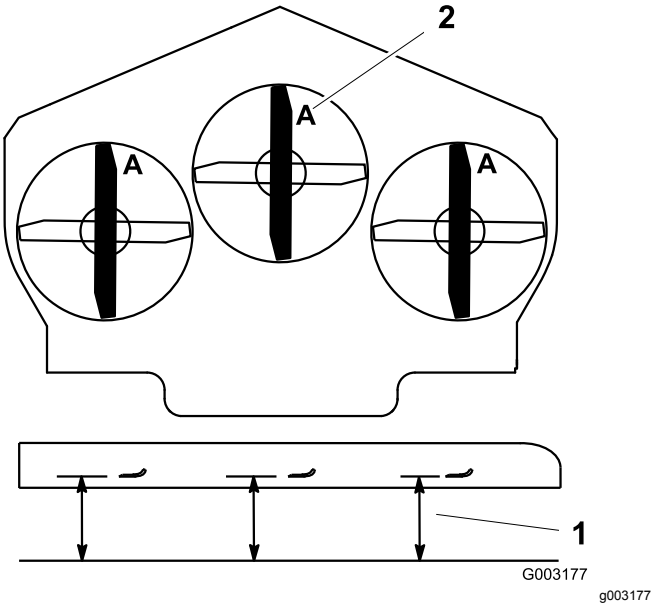

Figur 109
4. Mät från en plan yta till knivens egg vid punkt **A** på knivarna (Figur 109).